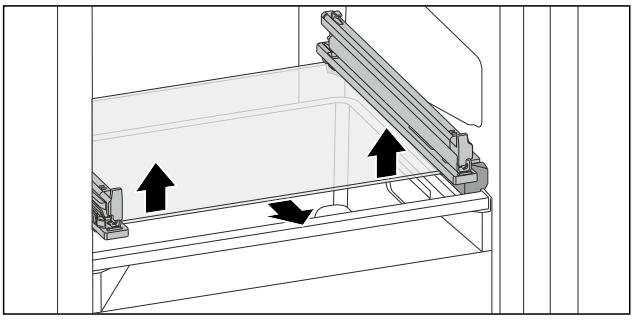

Fig. 139 Ripiano in vetro del cassetto ribaltabile
▶ Premere il ripiano in vetro dal basso verso l'alto su entrambi i lati. (vedere Fig. 139)